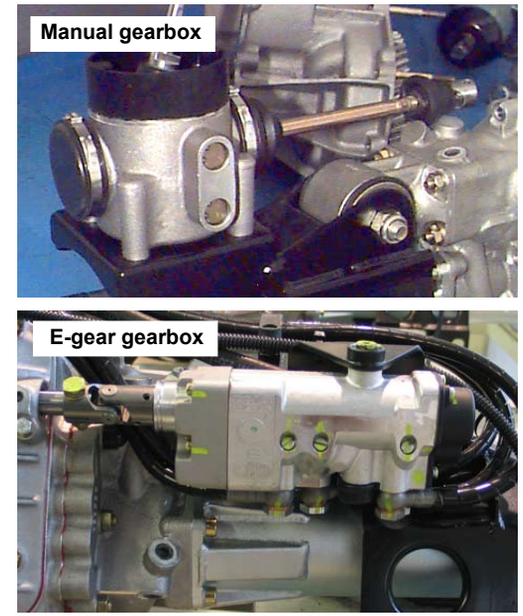

Fig.12
- Fasten the shift lever device on the support by means of screws (**Fig.12**); tighten to the prescribed torque: